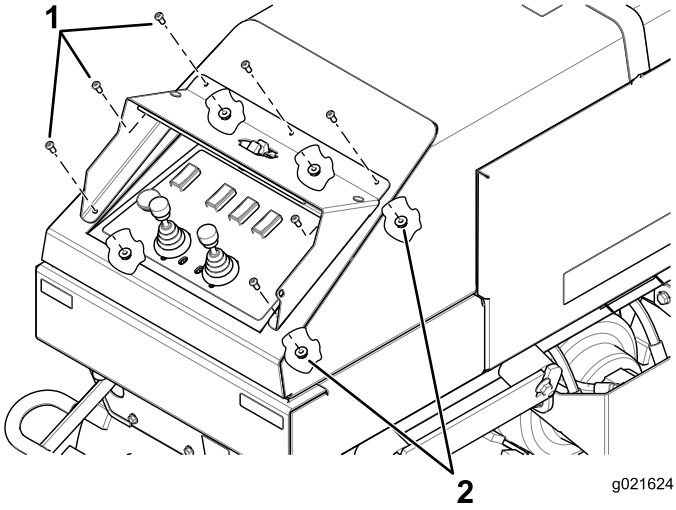

Figure 3
1. Fixez le couvercle au capot arrière avec 7 boulons à tête creuse hexagonale (1/4 x 5/8 po) et 7 écrous à embase (1/4 po) (Figure 3).